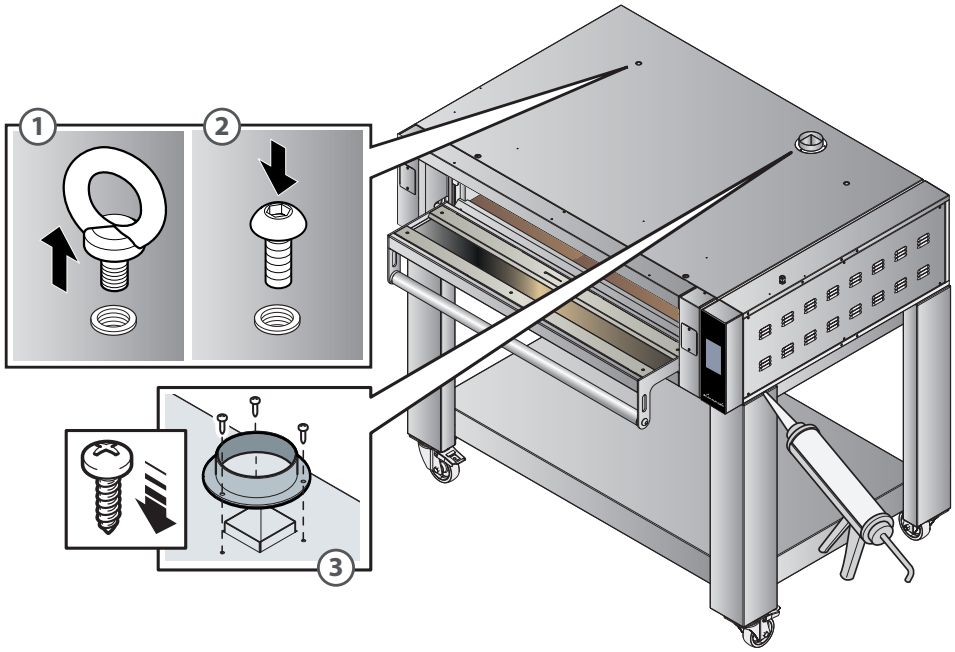

Рис.8.
▶ **Рис.8.**
A НЕ должны устанавливаться сверху другие печи, выполнить указания, приведенные на рисунке ▶ **Рис.8.**